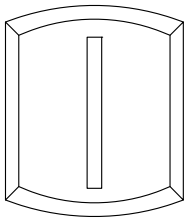

Abb. 1 Einsetzen des Postens
- Zum Einsetzen des Pfosten/Kämpfers **5** drücken Sie den Rahmen **4** auseinander (siehe Abb.1). Positionieren Sie den Pfosten/Kämpfer **5** im Rahmen **4** und verschrauben diesen mit 1 Schraube S055 (bei 76101) **2** durch die Durchgangsbohrung **6** in den T- Verbinder **1**.